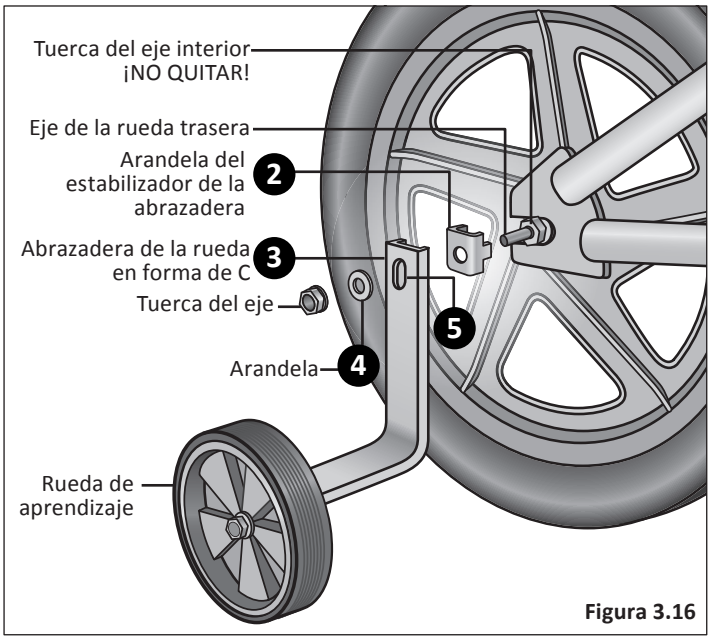

Figura 3.16
1. Quite la tuerca y la arandela externas del eje de la rueda trasera **Figura 3.16**